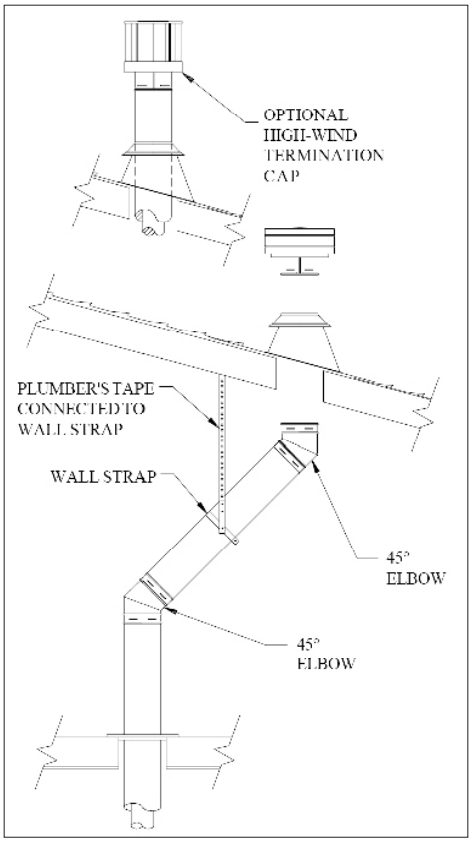

Figure 41: Vertical Installation using.
(1) If an offset is necessary in the attic to avoid obstructions, it is important to support the vent pipe every 3 feet, to avoid excessive stress on the Elbows, and possible separation. Wall Straps are available for this purpose (see Figure 41).
(2) Whenever possible, use 45° Elbows, instead of 90° Elbows. The 45° Elbow offers less restriction to the flow of flue gases and intake air.